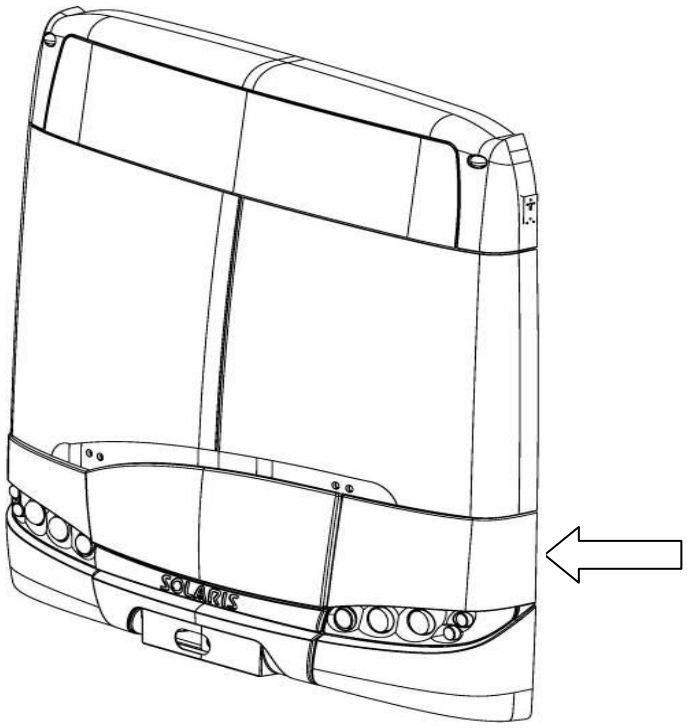
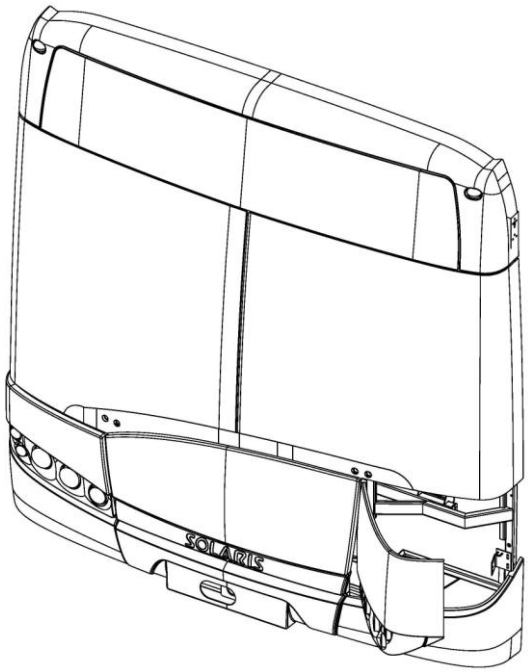

Rys. 1 Otwieranie klapy obsługowej reflektorów poprzez pociągnięcie za klapę obsługową
Rys. 2 Otwarta klapa obsługowa reflektorów
- pociągnąć energicznie za wyżłobioną klamkę (Rys. 1) otwierając klapę obsługową reflektorów (Rys. 2)